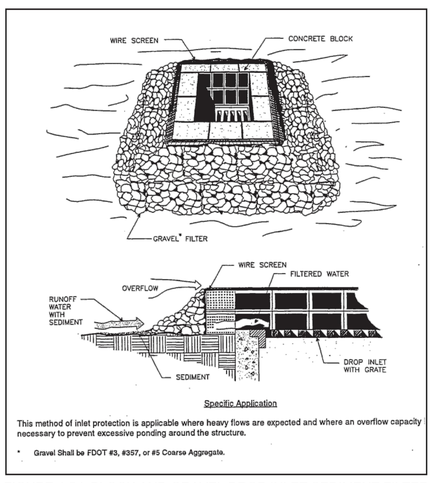

FIGURE 4.5d. BLOCK AND GRAVEL DROP INLET SEDIMENT FILTER
2. *Wire mesh shall be placed over the outside vertical face (webbing) of the concrete blocks to prevent stone from being washed through the holes in the blocks. Hardware cloth or comparable wire mesh with ½ inch (13 mm) openings shall be used (see **Figure 4.5d**).*
3. *Stone shall be piled against the wire to the top of the block barrier. Suitable coarse aggregate shall be used (see **Figure 4.5d**).*